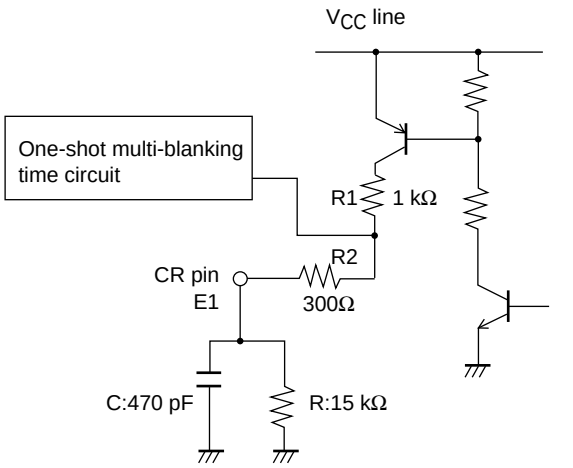
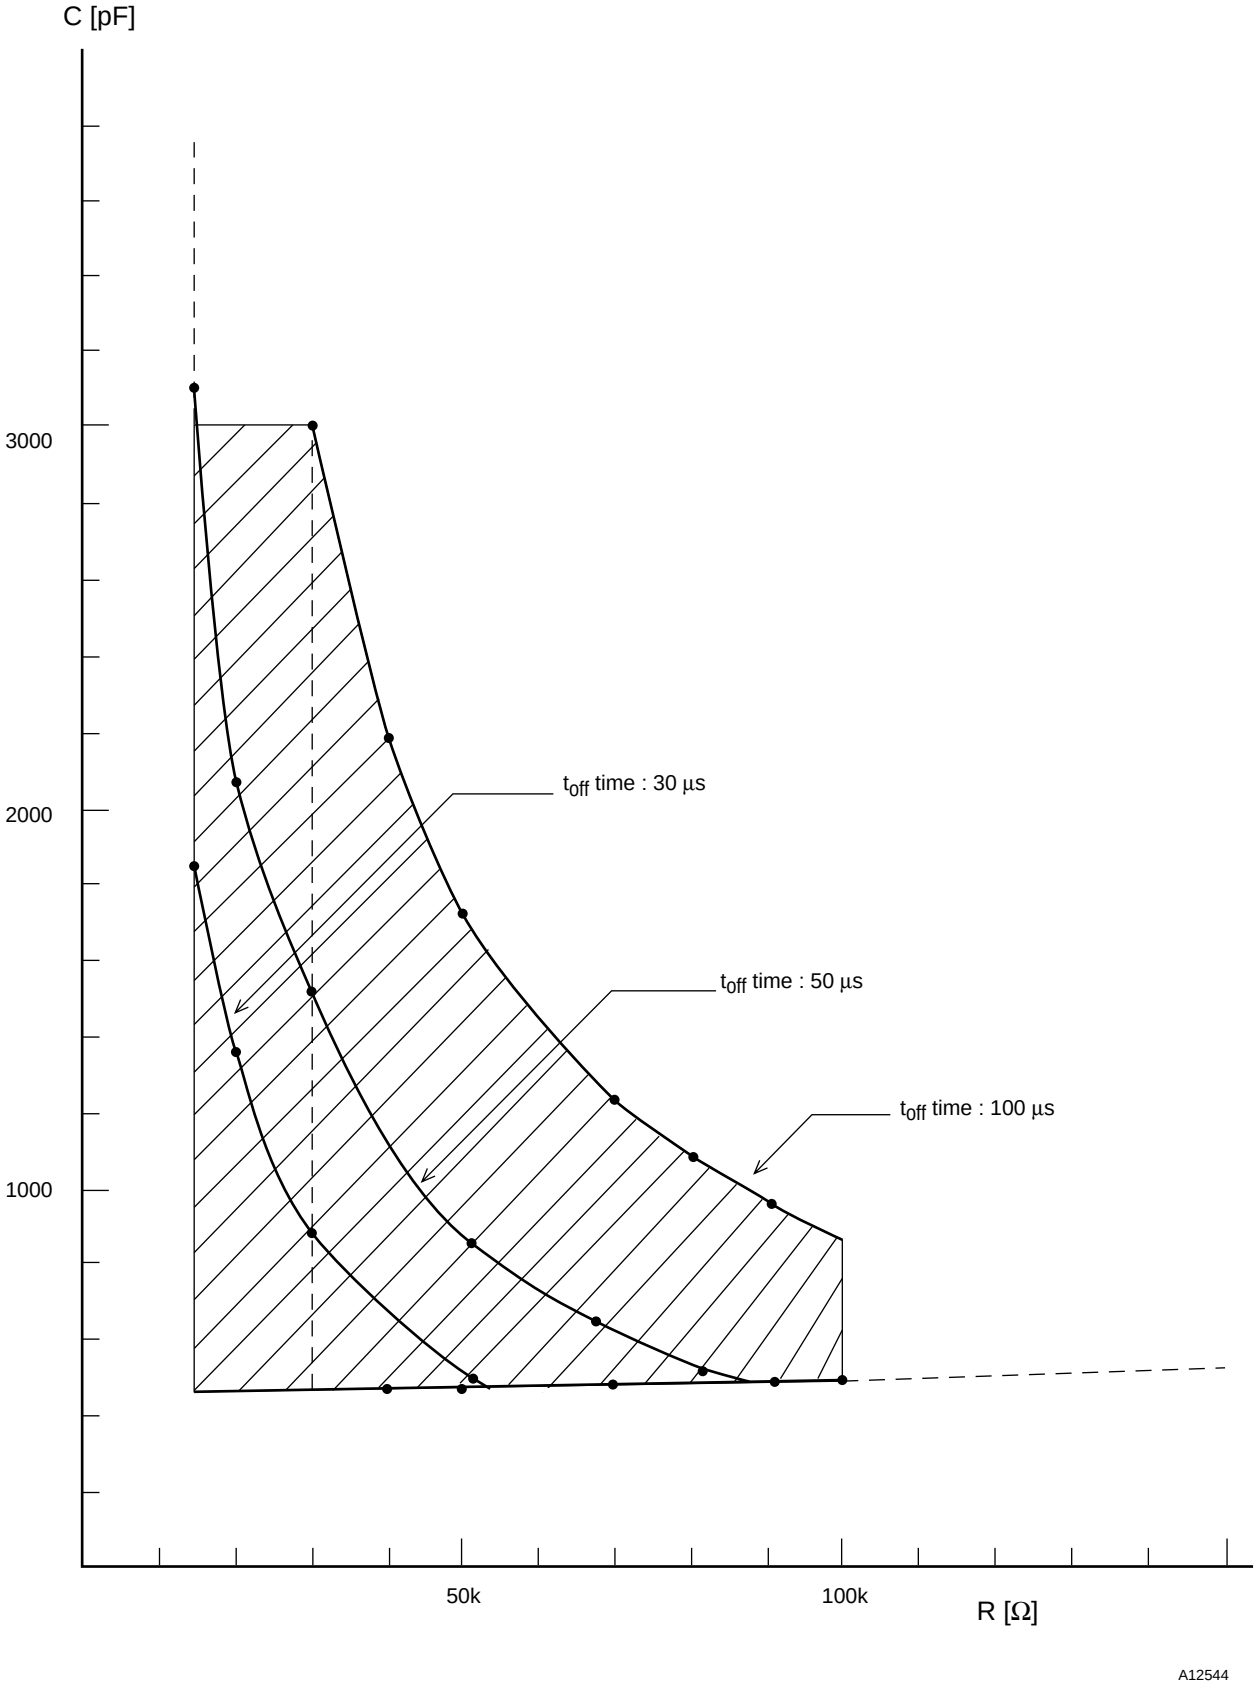

Figure 1
Figure 2
Figure 1 shows the internal configuration at the CR pin, and Figure 2 shows the CR pin constant setting range.
*The CR constant setting range in Figure 2 on page 15 is given for reference. It applies to a switching OFF time in the range from 8 to 100 µs. The switching time can also be made higher than 100 µs. However, a capacitor value of more than several thousand pF will result in longer noise canceling time, which can cause the output current to become higher than the set current. The longer switching OFF time results in higher output current ripple, causing a drop in average current and rotation efficiency. When keeping the switching OFF time within 100 µs, it is recommended to stay within the CR constant range shown in Figure 2.